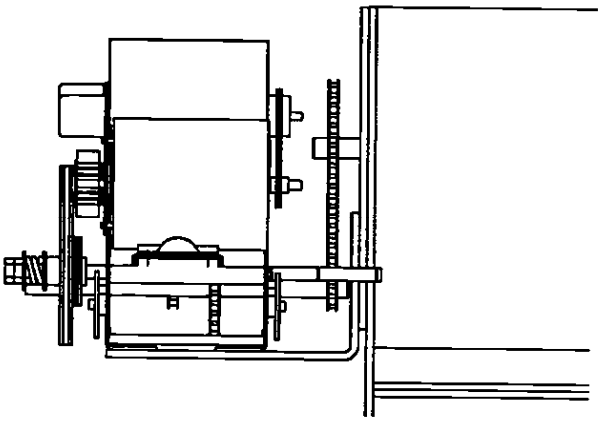

FIGURE 12C
- B. Figures 12C for left side looking out.